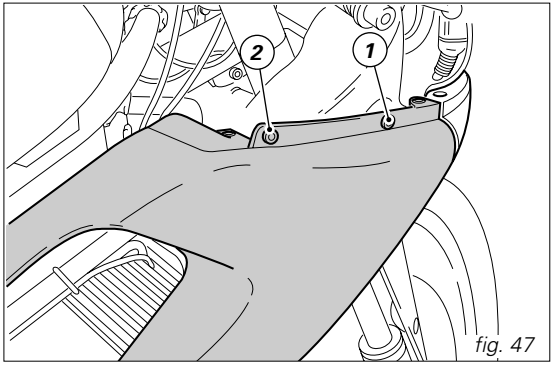

fig. 47
Unscrew the fastening screw (1, fig. 47) that holds each body panel to the side subframe on the left side or to the expansion reservoir on the right side and the rear screws (2) that hold each of them to the frame bracket.